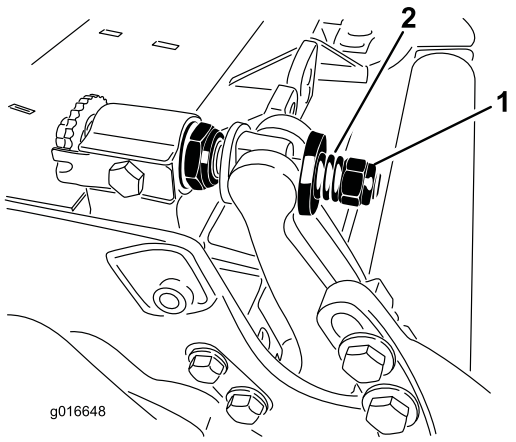

Figur 31
3. Dra åt låsmuttrarna lika mycket på varje sida tills de yttre stålbrickorna inte går att rotera för hand längre. Lossa sedan på låsmuttrarna tills det precis går att rotera stålbrickorna för hand, utan att det finns något spel i underknivsstången. (Figur 31.)
10. Dra åt muttern på varje justeringsanordning för underknivsstången tills kompressionsfjädern är helt hoptryckt och lossa sedan muttern ett halvt varv (Figur 31).